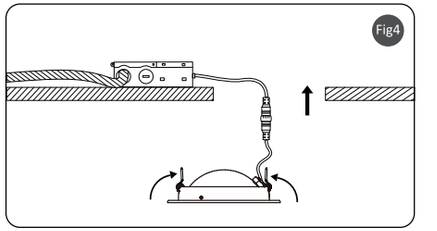

Fig4
4. Push the spring-loaded clips into the mounting hole upwards and insert the fixture into it. Release the clips and the fixture will be pulled flush to the ceiling, see Fig4.